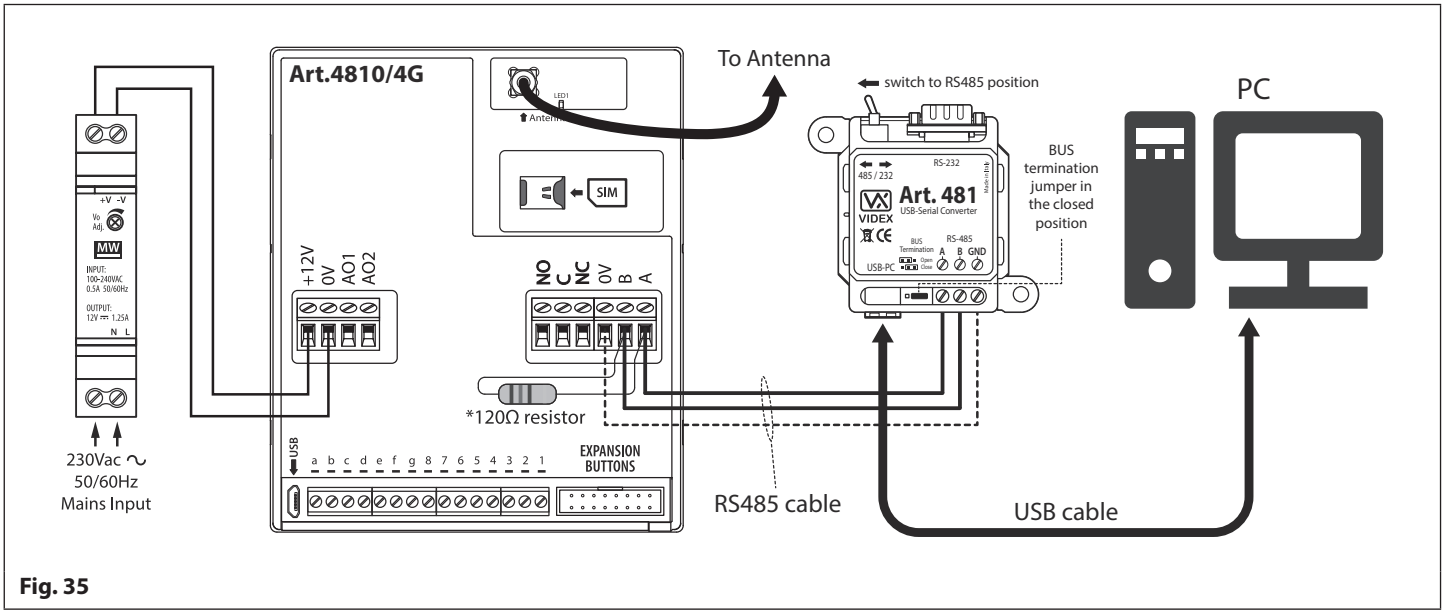

Fig. 35
The GSM module can also be connected using an RS485 bus connection via an RS485 to USB converter (**Art.481**) as shown in **Fig.35**. This method of connection, like option 1, can be used for programming and setup of the GSM module, but can also be used in instances where a permanent connection to a PC is required for monitoring purposes and downloading event logs. When connected in this way the GSM module can only be connected as a 'one-to-one' bus connection to the PC, another GSM module **cannot** be connected on the same RS485 bus to the PC.
*For end of line termination a 120Ω resistor must be fitted across the RS485 terminals A and B, as shown in **Fig.35**, but only if the 4G GSM intercom is the last device in line and over a great distance (up to 500m max.). Over shorter distances (less than 100m) the 120Ω resistor is not required and the bus termination jumper on the **Art.481** can be set to the **OPEN** position.